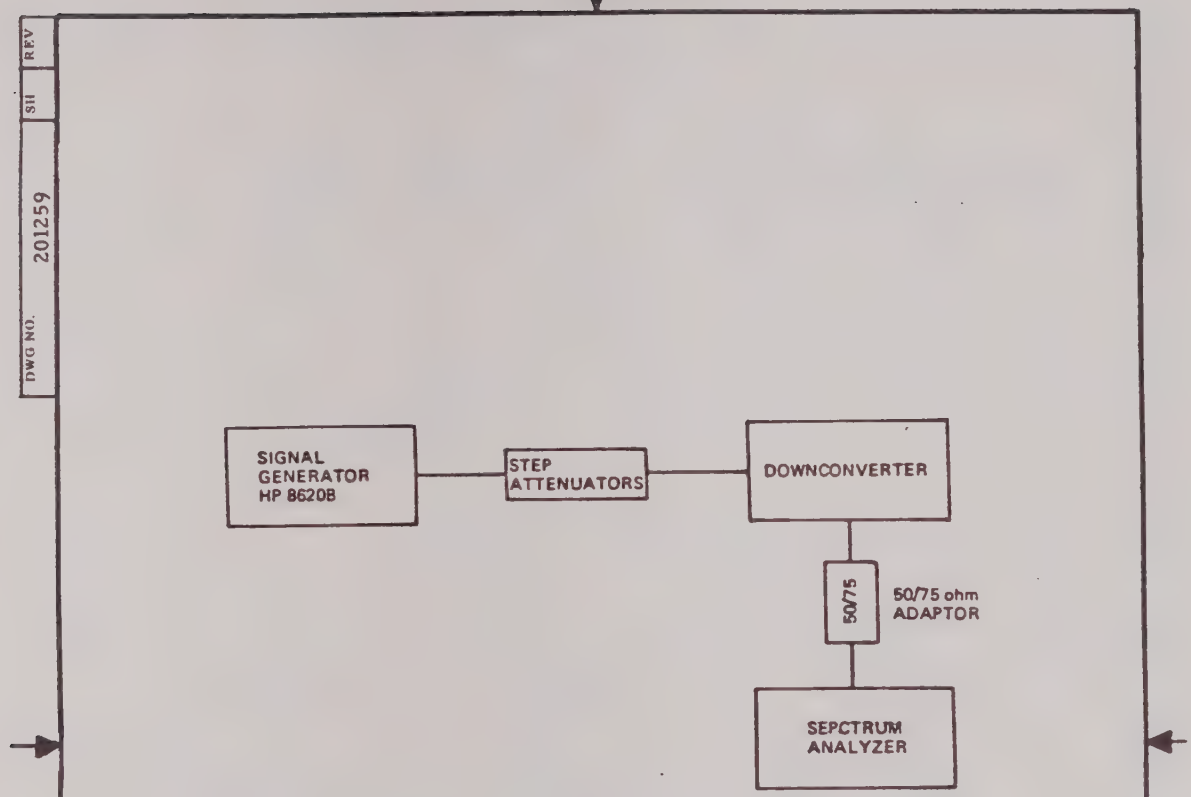

Figure 5. Spurious Response Test
a. Connect the test equipment as shown in figure 5.